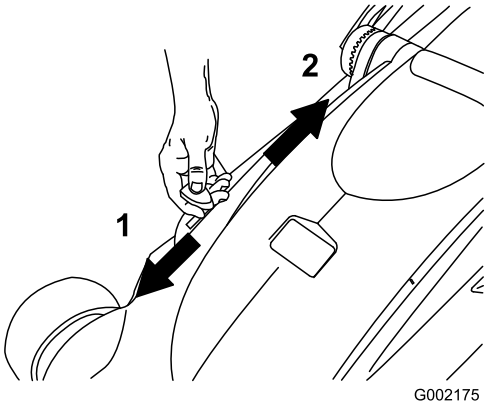

Рисунок 21
3. Переведите рычаг выброса и сбора в мешок в положение сбора (Рисунок 21).
Примечание: Для перехода со сбора в мешок на выброс переведите рычаг выброса и сбора в мешок в режим выброса (Рисунок 21) и снимите сборник скошенной травы.